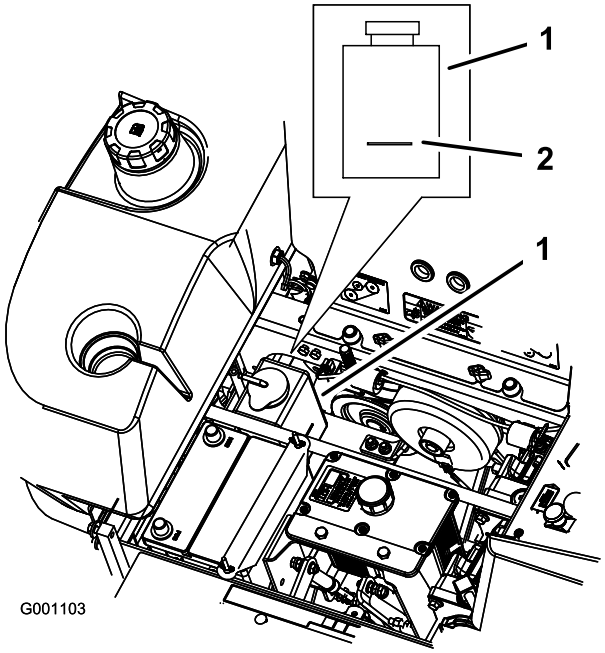

Rysunek 64
3. Przy zimnym silniku sprawdź poziom w zbiorniku przelewowym. Płyn powinien sięgać do wybrzuszenia na zewnątrz zbiornika przelewowego (Rysunek 64).
4. Jeśli poziom płynu chłodzącego jest niski, dolej mieszanki płynu niezamarzającego o przedłużonej trwałości z wodą w proporcji 1:1 do zbiornika przelewowego (Rysunek 64).
5. Dolej mieszanki płynu chłodzącego w proporcji 1:1 do zbiornika przelewowego i napełnij go do linii zaznaczonej na zbiorniku (Rysunek 64).